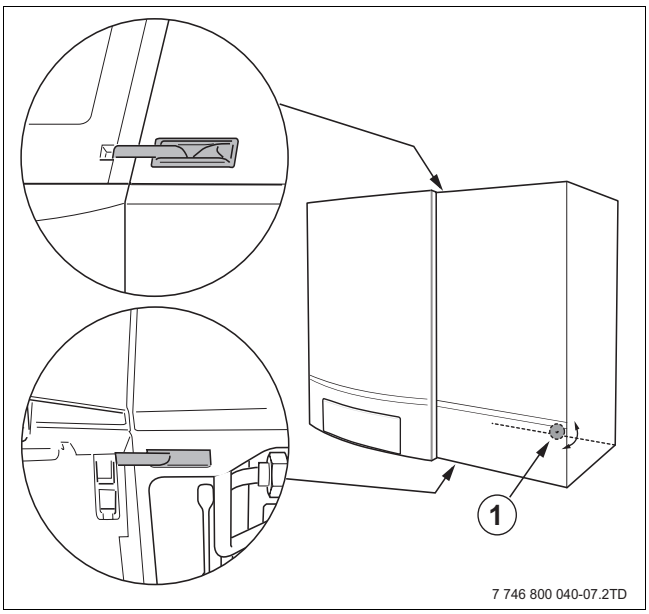

Rys. 17 Mechanizmów szybkozamykających
- Umieścić zamknięcia szybkie w wycięciach gazowego kotła kondensacyjnego (→ rysunek 17, powiększenia).